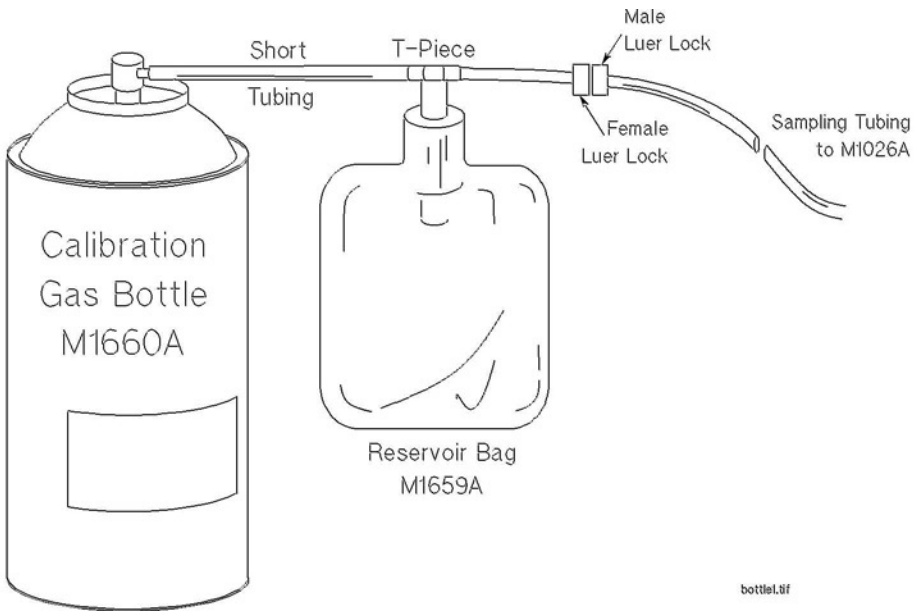

Figure 11 Span Calibration Equipment including Gas Canister and Spray Valve
5. Connect the calibration gas bottle, the reservoir bag and the sample line as shown in Figure 11, "Span Calibration Equipment including Gas Canister and Spray Valve".